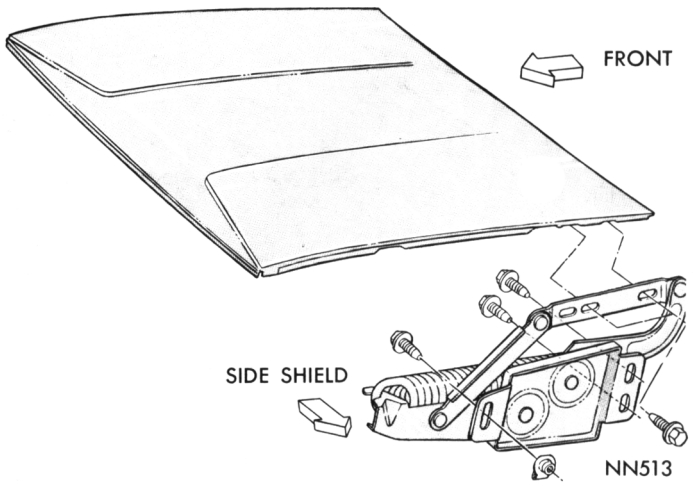

Fig. 6—Hood Adjustment
(1) With an assistant, position hood on hinges and install hinge to hood bolts. Do not tighten.
(2) Align scribe markings on hood with hinge and tighten screws lightly.
(3) Close hood and inspect hood alignment.
(4) Adjust the alignment (Figs. 6 and 7) as necessary and tighten the hood to hinge bolts 180 inch-pounds.
(5) Remove protective covering from cowl and fender area.
The hood hinge (Fig. 6) is attached to the hood by two screws and to the fender splash shield by three screws. Prior to removing the hinge mounting screws, prop the hood into the wide opening position. The prop should be positioned so the hood cannot move rearward.